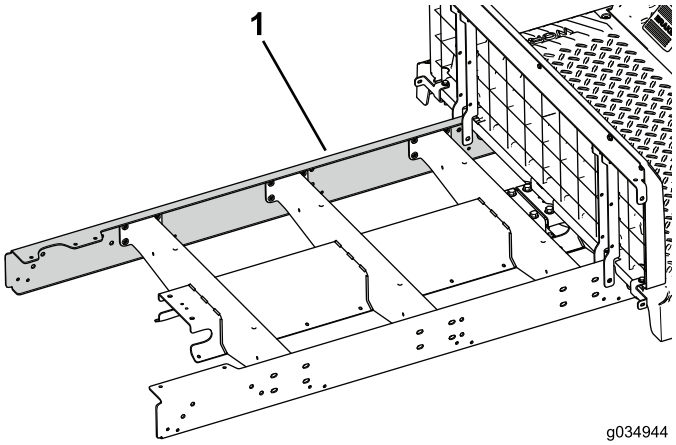

Figure 73
5. Loosely install the extension rail to the left side of the machine (Figure 73).